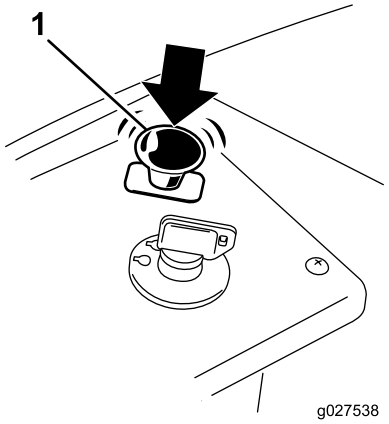

Figur 14
1. Deaktiver knivene ved å flytte knivkontrollbryteren til Av (Figur 14).